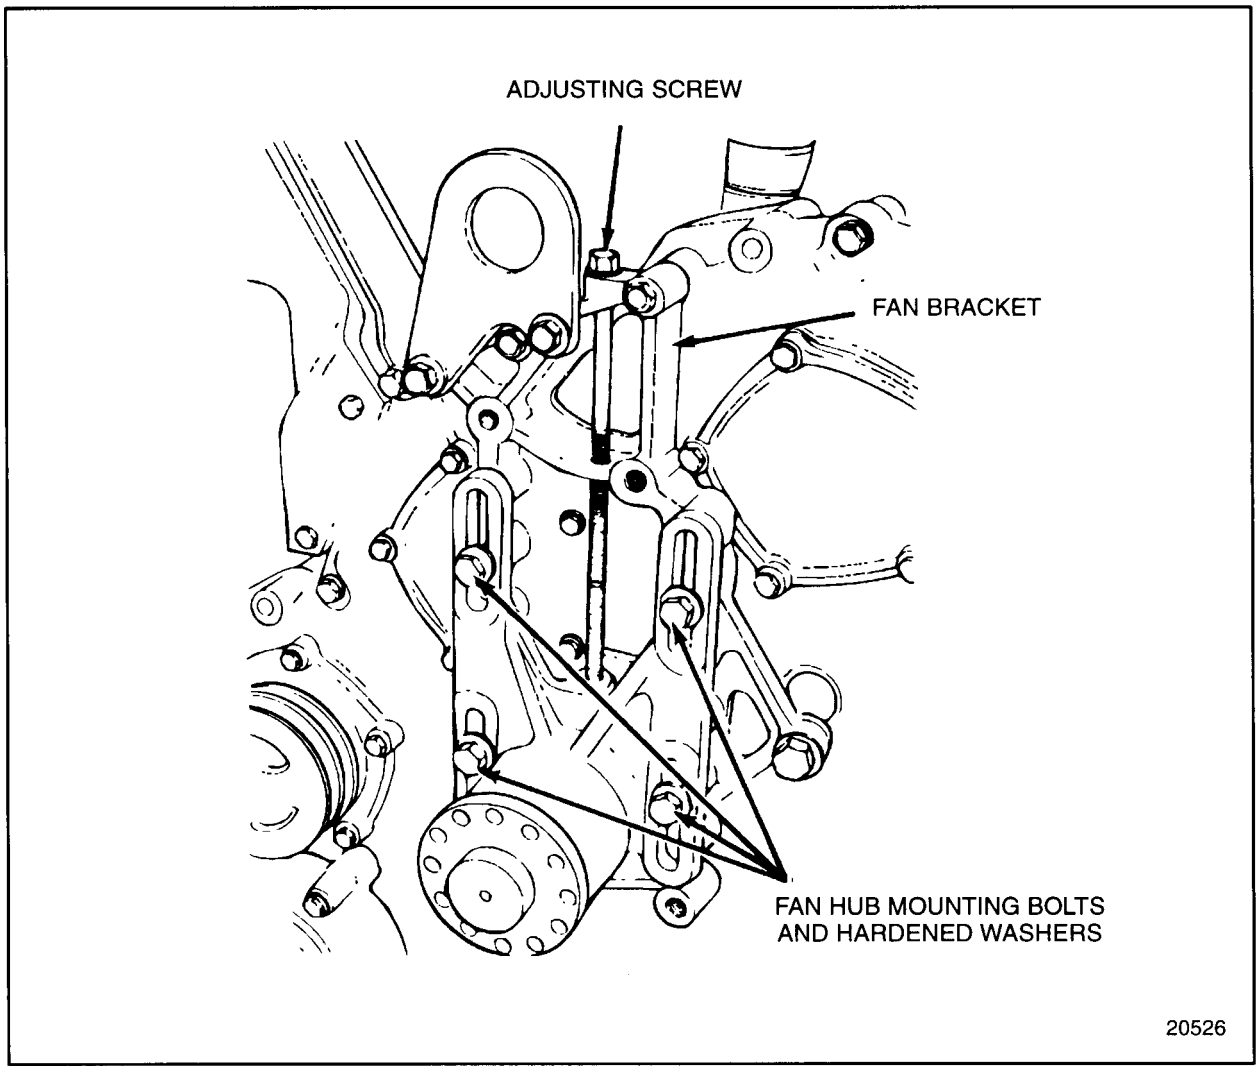

Figure 4-83 Fan Hub Mounting
The fan hub utilizes four elongated mounting holes and a single threaded rod for adjustment. The fan hub is mounted to the fan support bracket with four bolts. See Figure 4-83.
2. Loosen the four fan hub-mounting bolts. See Figure 4-83.